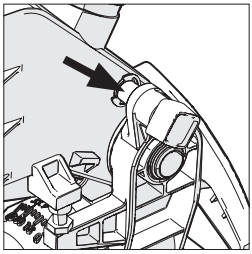

Abb. 16
- Vergewissern Sie sich, dass sich der Schneidkopf in der gesperrten Position befindet. Dabei muss der Kopfrastbolzen vollständig in seiner Halterung eingerastet sein. **(vgl. Abb. 16)**
- Vergewissern Sie sich, dass sich der Schneidkopf in der gesperrten Position befindet. Dabei muss der Kopfrastbolzen vollständig in seiner Halterung eingerastet sein. **(Abb. 16)**
- Ziehen Sie den Kopfrastbolzen **(Abb. 16)** heraus und lassen Sie den Schneidkopf in seine aufrechte Position fahren.